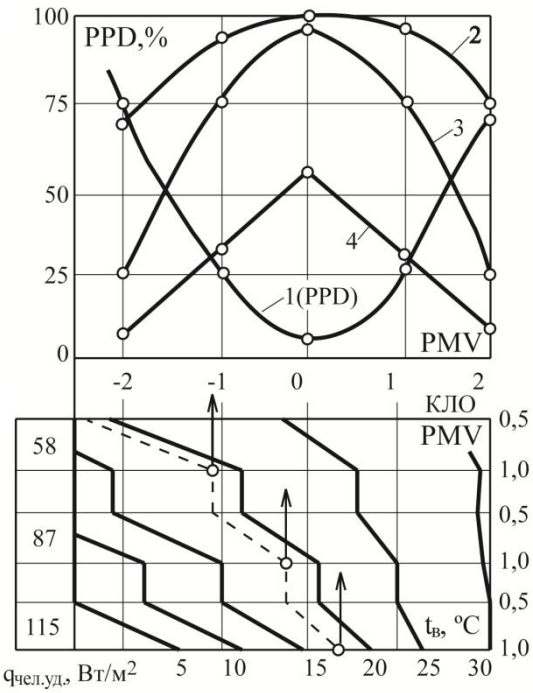

Рис. 2. Современные зависимости для оценки восприятия человеком качества воздушной среды помещений по ЕН ИСО 7730:2006:
2. Назовите параметры, применяемые для оценки теплового состояния группы испытуемых и объясните их смысл (clo, met, PPD, PMV-рис.2.).
7. Совпадает ли оптимальная температура воздуха для излишне полного человека и худощавого? Для кого из них выше? Как это доказать, используя ЕН ИСО 7730:2006 (рис.2.)?